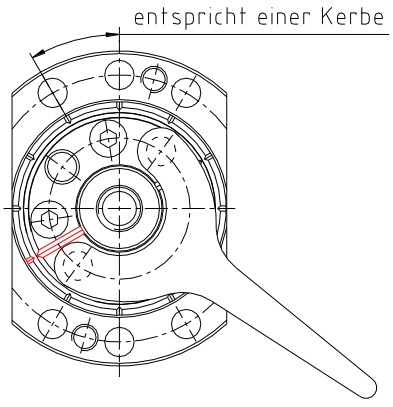

Bild 13
- Ziehen Sie die Einstellmutter mit einem Stirnlochschlüssel so weit an, bis die Kerben von Gehäuse und Einstellmutter übereinander liegen (siehe Bild 13 und 14).
- Markieren Sie diese Lage auf dem Gehäuse und der Einstellmutter (siehe Bild 13 und 14).